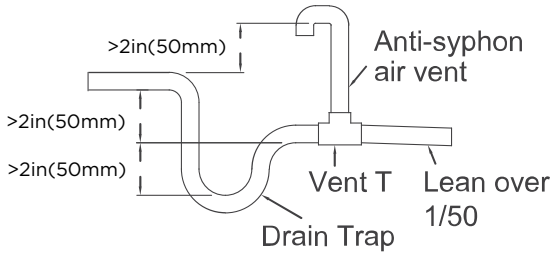

Fig. 42 — Drain Trap
- **Figure 42 shows how to trap or plug all drains during vertical discharge.**
- **Figure 42 shows how to trap or plug all drains during right-hand discharge.**